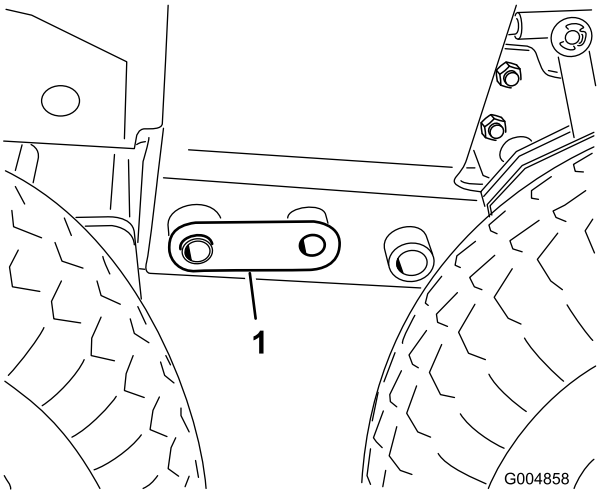

Figur 49
13. Juster donkraften til at rette ind med hullerne på 2,5 cm i stellet, og monter en koblingsstift på hver side (Figur 49).